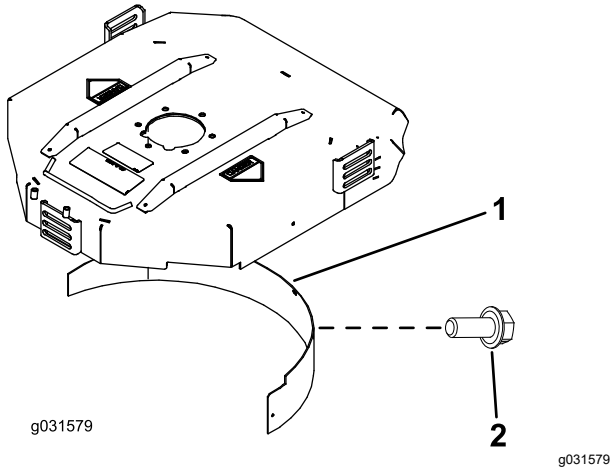

Figur 21
2. Montera samlarskärmen i den bakre öppningen och fäst den med fem huvudskruvar med fläns (Figur 21).